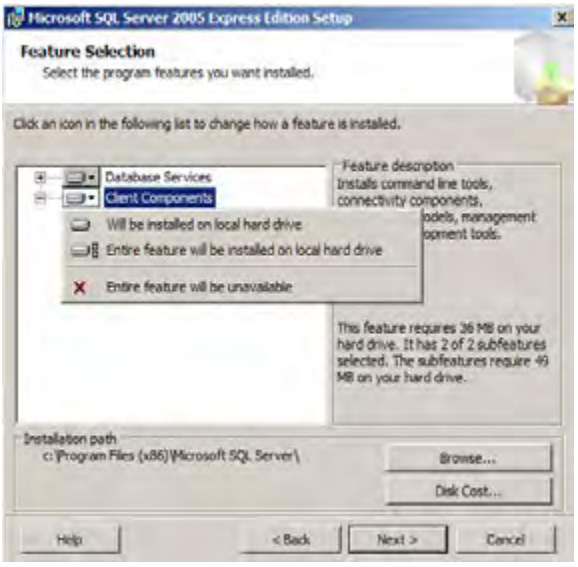

Figure L1.10 Client Components
18. During the installation, preserve each default selection (other than the two selections defined in the following figures: Figure L1.10 - Client Components and Figure L1.11 - SQL Administrator Role).